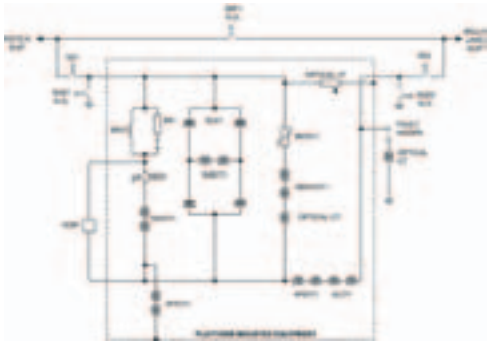

Figure 1. Guichon Series Capacitor Bank one-line diagram.
Series capacitor banks are applied mainly on long EHV transmission lines with the purpose of increasing the power transfer capability of the line by reducing its effective line impedance and to improve system stability. The 500 kV bank at BC Hydro's Guichon Series Capacitor is typical of a gapped – MOV protected scheme (Figure 1). The circuit arrangement consists of three branches as follows:
The equipment as shown within the dashed lines in Figure 1 is mounted on a platform isolated from ground. The platform is at the line potential: the Kelly Lake side of the bank is connected to the line. The purpose of 5FPCT1 is to detect faults to the platform. Current transformer 5LCT1 monitors the line current through the bank and 5PSCT1 provides platform level power for sparkgap firing purposes.
For purposes of fault testing, a 145 kV optical voltage sensor (VT) was installed between the high voltage side of the bank and the platform to measure the voltage across the bank during steady state and fault conditions (Figure 1). An
optical CT was installed in series with the MOV to measure MOV current. A total of five faults were created by firing a projectile trailing a fuse wire between two hoops; one at ground potential and the second at line potential as shown on the right side of Figure 1. The lower hoop was isolated from ground and an optical CT was installed to measure the primary fault and secondary arc currents. The latter currents occur due to single pole tripping of the line.